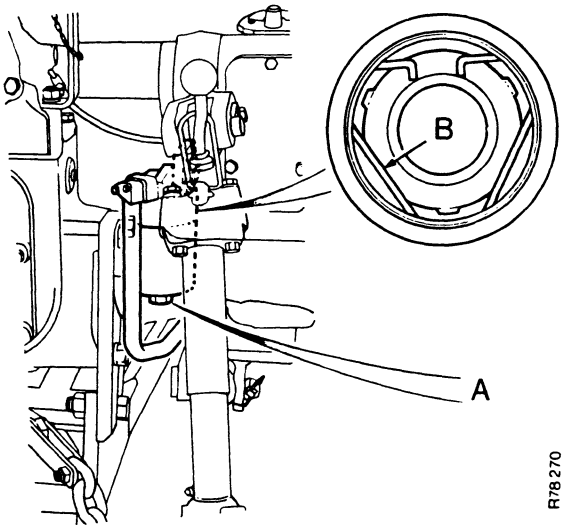

FIGURE 40. FILTER POSITION
2. Use a $1\frac{5}{16}$ AF spanner to remove the filter bowl which has an hexagon A Figure 40 on the bottom.